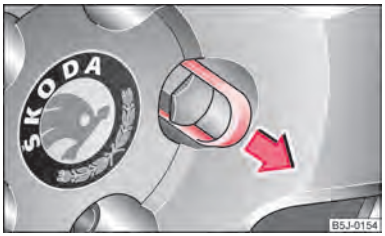

Fig. 141 Sostituzione di una ruota: estrarre il copriruota dal cappuccio del bullone
– Rimuovere il cappuccio con il **fermaglio di plastica** ⇒ fig. 141.